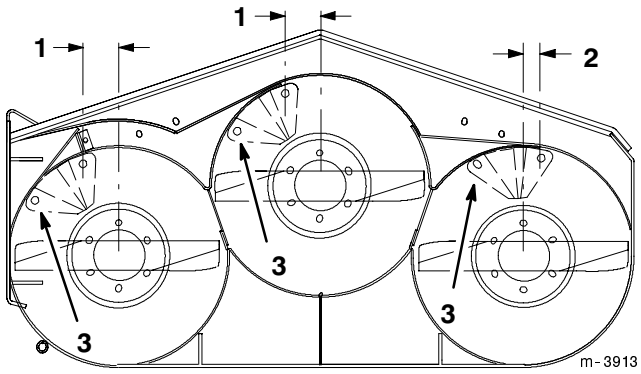

Figure 5
1. Measure from the spindle center lines, and locate kickers as shown (Fig. 5). Center and right spindles 2-3/4” (70 mm) off to the left and right spindle 1-3/16” (30.5 mm) off to the right (Fig. 5).
2. Holding kickers tight against baffle, mark, center punch and drill (2) 11/32” (9 mm) holes for each kicker (Fig. 5).